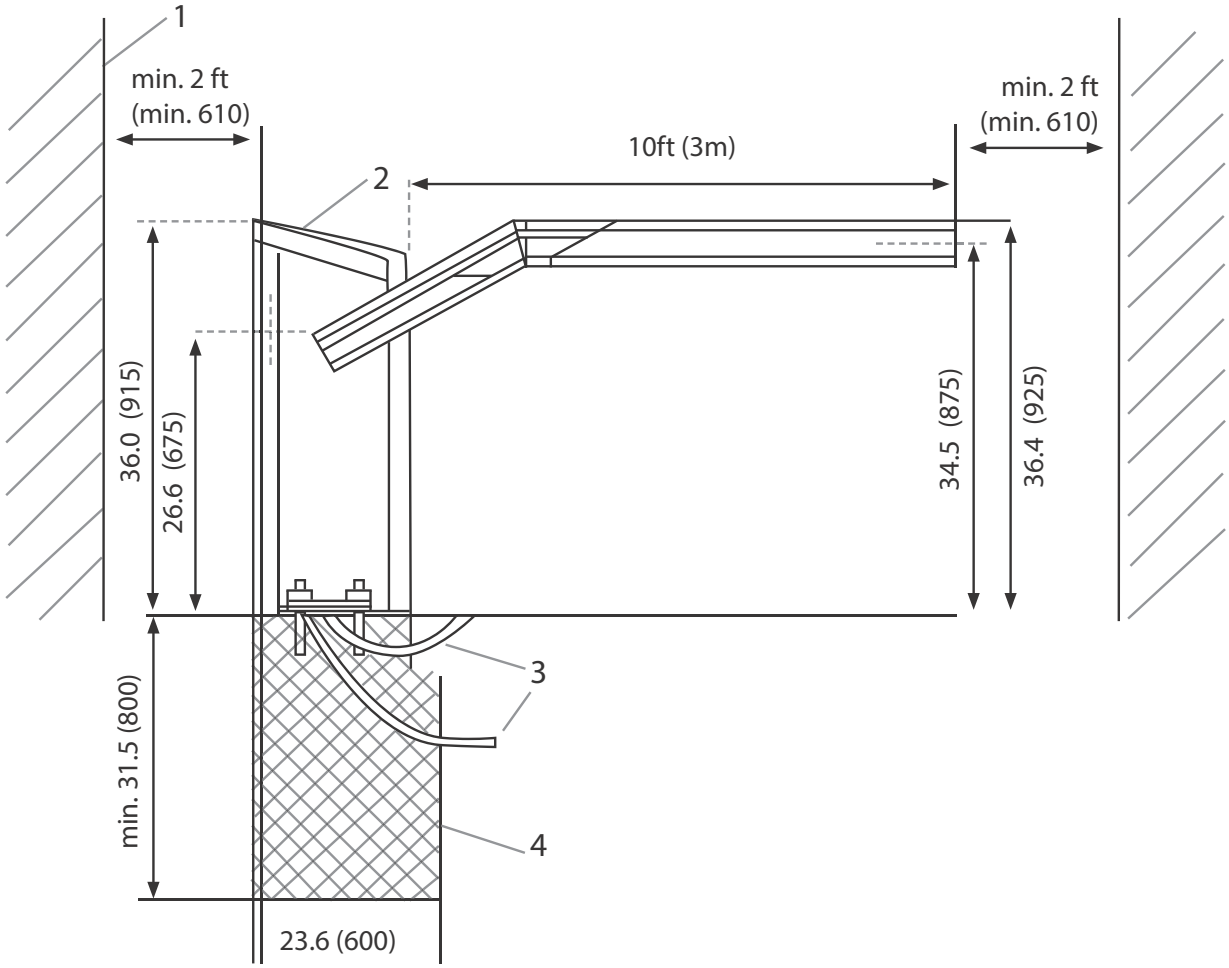

Figure 2. Dimensions for the Barrier System and Barrier Arm
5. Fill concrete foundations with sufficient load-carrying capacity (C35/45 XD3 XF2) per Figure 2, "Dimensions for the Barrier System and Barrier Arm."